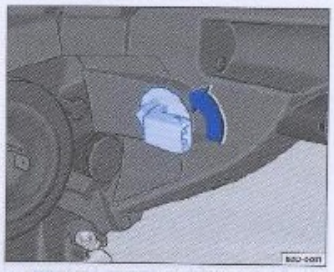

Fig. 139 Lámpara del indicador de dirección
– Gire el portalámparas ⇒ fig. 139 en el sentido antihorario -flecha- y remuévalo del vano.